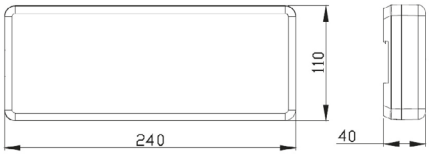

Рис. 2 Габаритные размеры.
1. Выберите место для монтажа, согласно размерам (см. **Рис. 2**).